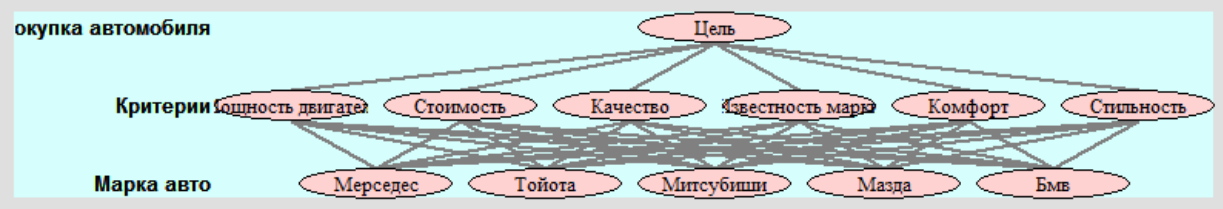

Рис. 17. Окно СППР «Выбор» после установления отношений
16. Окно СППР «Выбор» после установления связей (рис. 17).